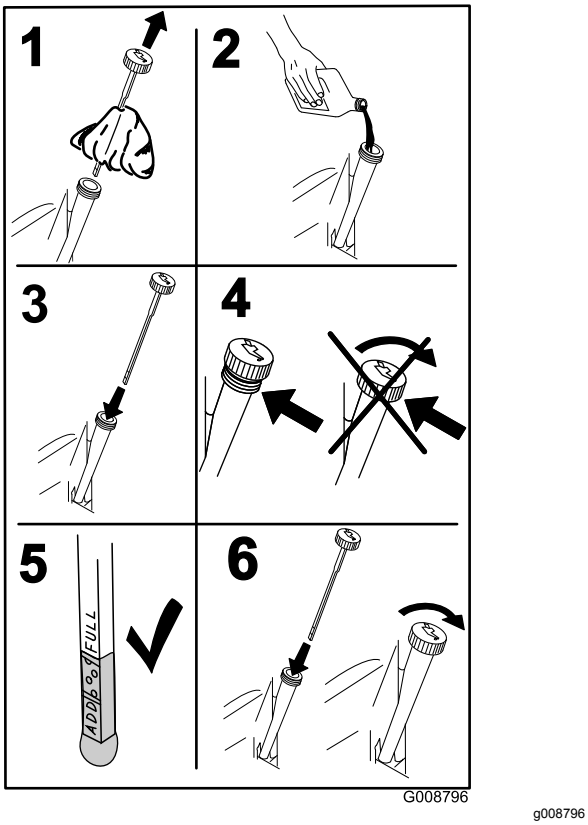

Figur 40
4. Fjern målepinden, og tør den af med en ren klud (Figur 40).